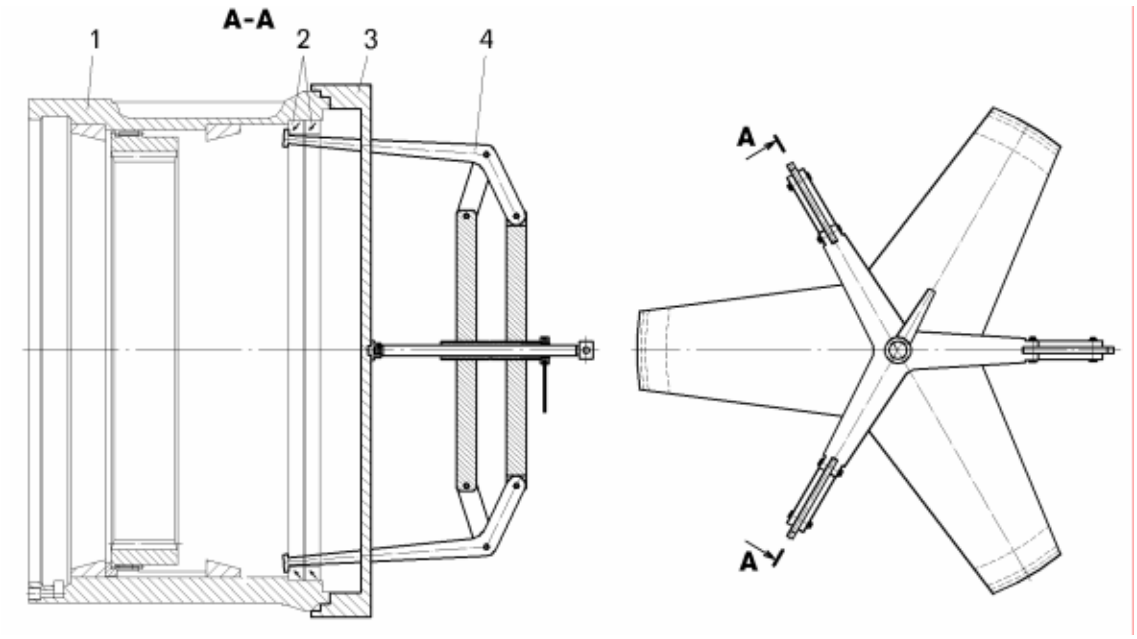

Рисунок 7.9 – Приспособление для снятия манжеты из ступицы мотор-колеса:
– отвернуть болты 5 крепления прижимов, снять прижимы 3, извлечь дистанционное кольцо 4 и выпрессовать крупногабаритные сальники 2 (рисунок 7.9) съемником 4, установив крышку 3 на ступицу мотор-колеса 1;